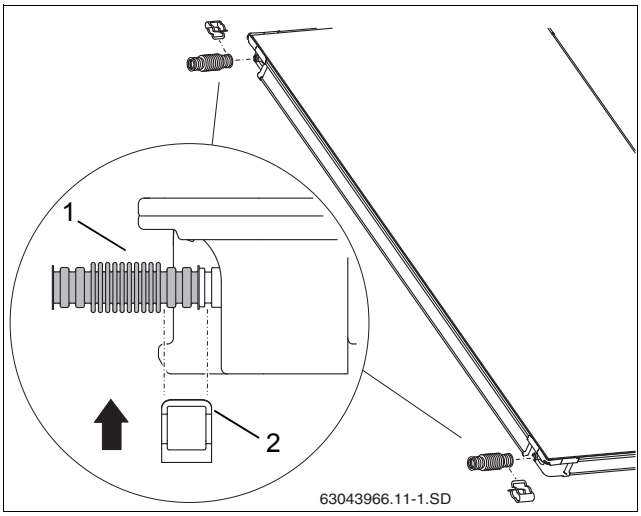

Рис. 25 Монтаж гофрированной соединительной трубы на первом коллекторе
- Наденьте гофрированные трубы (рис. 25, [1]) на левые штуцеры первого коллектора.
- Установите зажимы (рис. 25, [2]) для фиксации гофрированных труб на штуцерах коллектора.